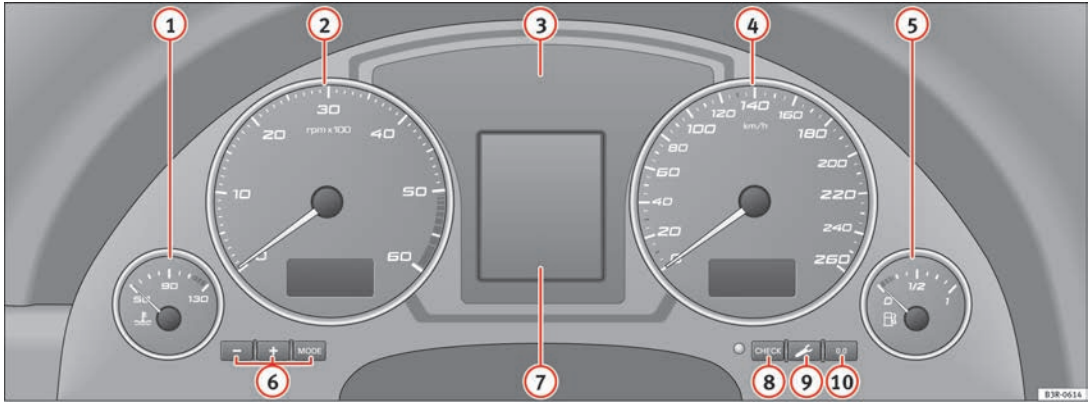

Fig. 37 Overview of instrument panel
When the ignition is switched off, the odometer and the digital clock with date display can be switched on for a few seconds by pressing the CHECK button ⇒ Fig. 37 (8). ■